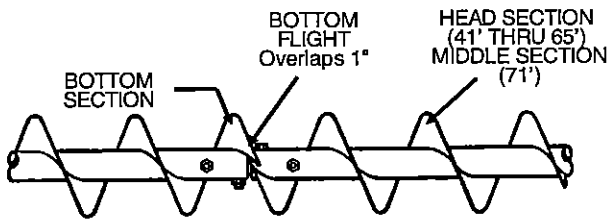

FIG. 3
Step 1. Bolt the auger flighting sections together using two 7/16" x 3" (grade 8) black hex head capscrews and side depress locknuts. The lower flight will lap the upper flight about one inch. See Figure 3. NOTE: Flight connection between middle and head section on the 71' model does not lap.